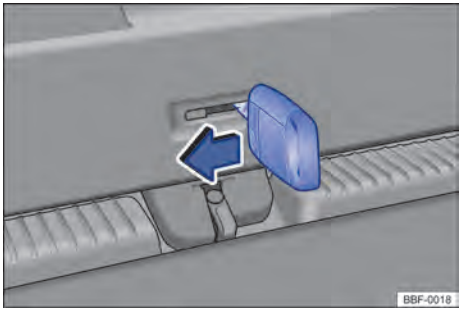

Fig. 63 No compartimento de bagagem: destravar a tampa traseira.
– Inserir a haste da chave na abertura na tampa traseira → Fig. 63 e deslocar a alavanca de destravamento no sentido da seta. ◁